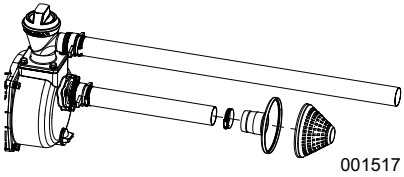

Figure 2-6.Fixation typique de la crépine
4. Voir la ***Figure 2-6***. Fixez la crépine au tuyau d'aspiration.